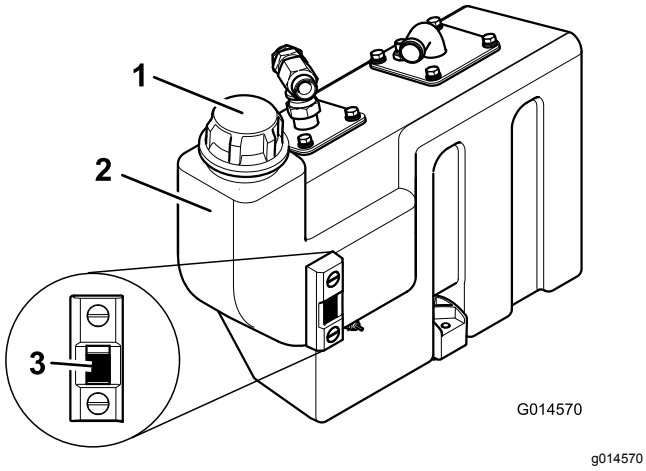

**Figuur 55**
- Mobil EAL Envirosyn H 46 (VS)
3. Als bijkomende hydraulische olie nodig is, maak dan de omgeving van de vulbuis en de dop van de hydraulische tank schoon (Figuur 55) en verwijder de dop.